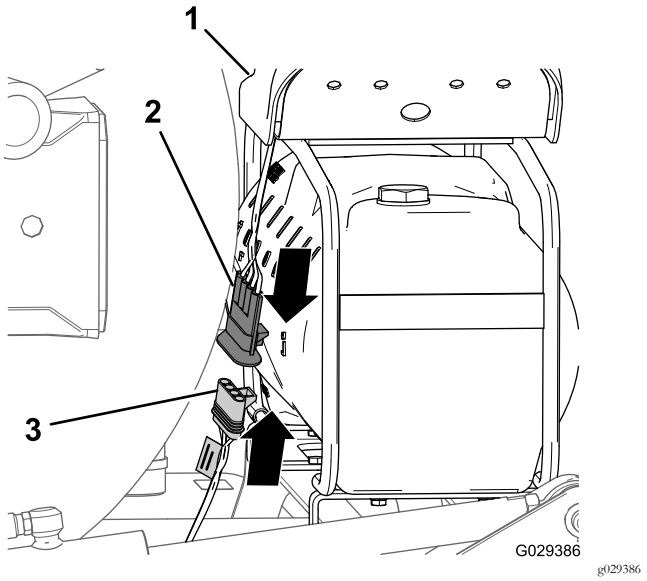

Figuur 120
1. Aan het uiteinde van de kabelboomaftakking van 236 cm lijnt u de busconnector met 4 contacten van de kabelboom voor de egalisatieset uit met de stekker met 4 pinnen van de kabelboom van de compressor (Figuur 120).
2. Steek de aansluiting met 4 pinnen in de 4-contactstekker (Figuur 120).